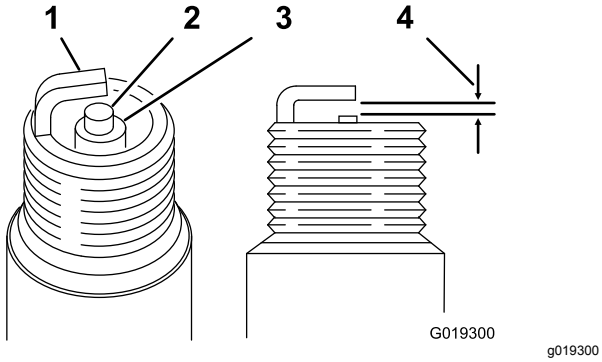

Figur 44
5. Ställ in avståndet mellan mittelektroden och sidoelektroden till 0,76 mm för respektive tändstift, se Figur 44. Montera bägge tändstift med korrekt mellanrum mot